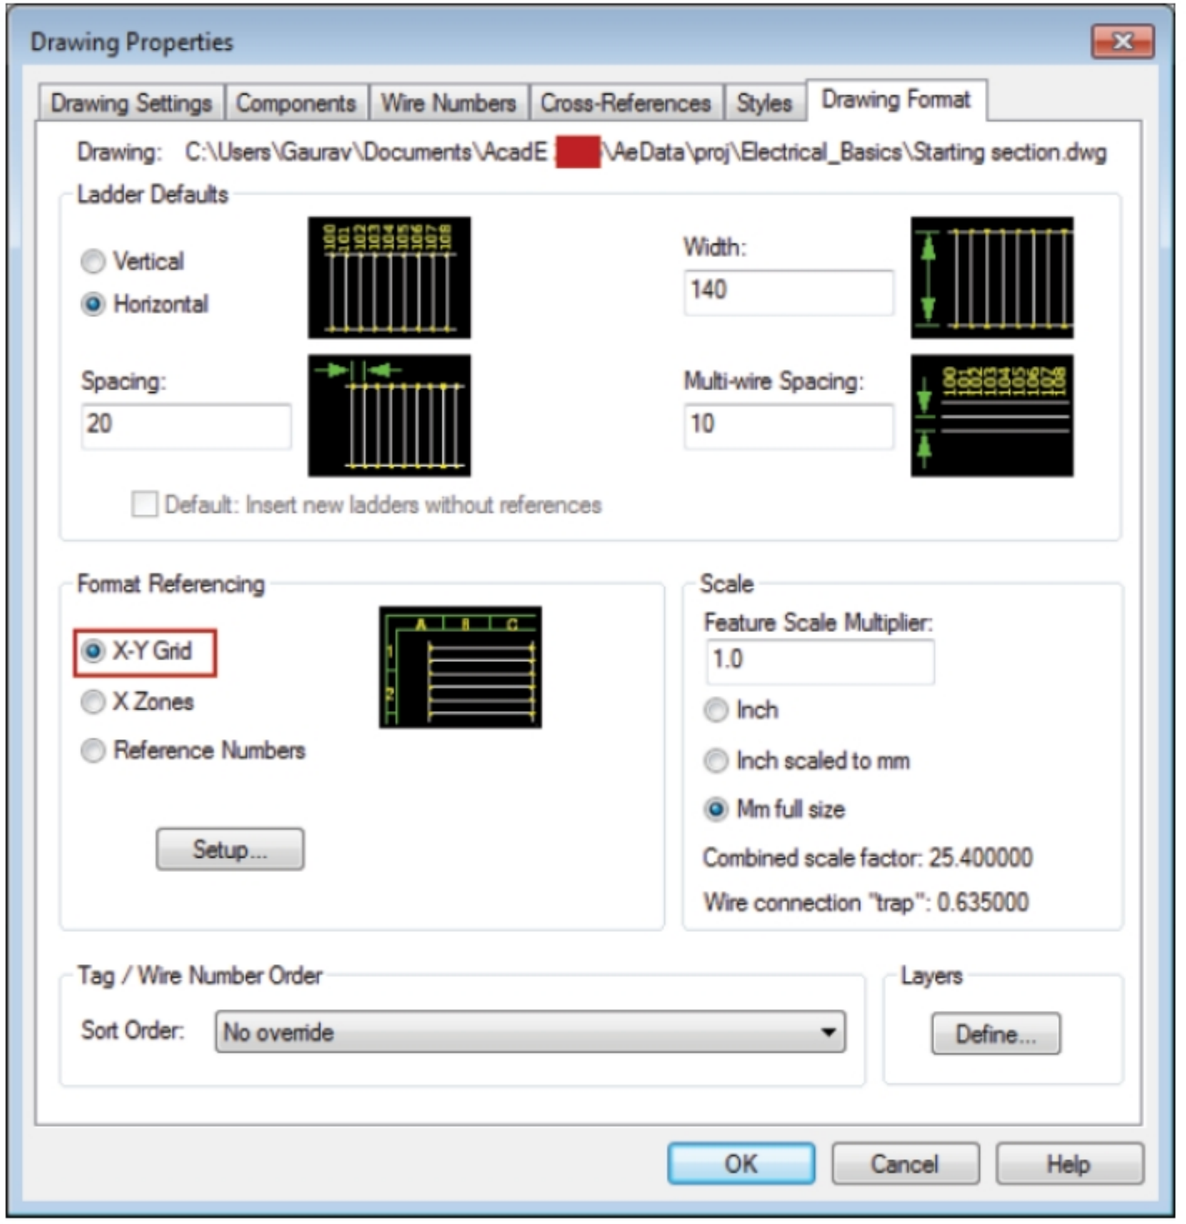

Figure-18. Drawing Properties dialog box with Drawing Format tab
- Click on the **Drawing Format** tab in the dialog box. The options in the dialog box will be displayed as shown in Figure-18.